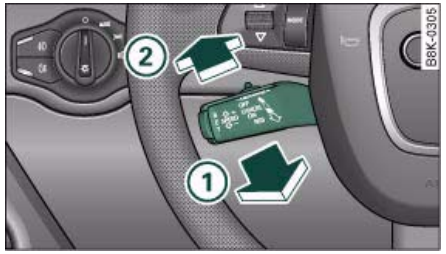

Fig. 141 Control lever for: Switching off the system (with speed memory function) and reactivating it
– Press the control lever in direction (2) ⇒ fig. 141.